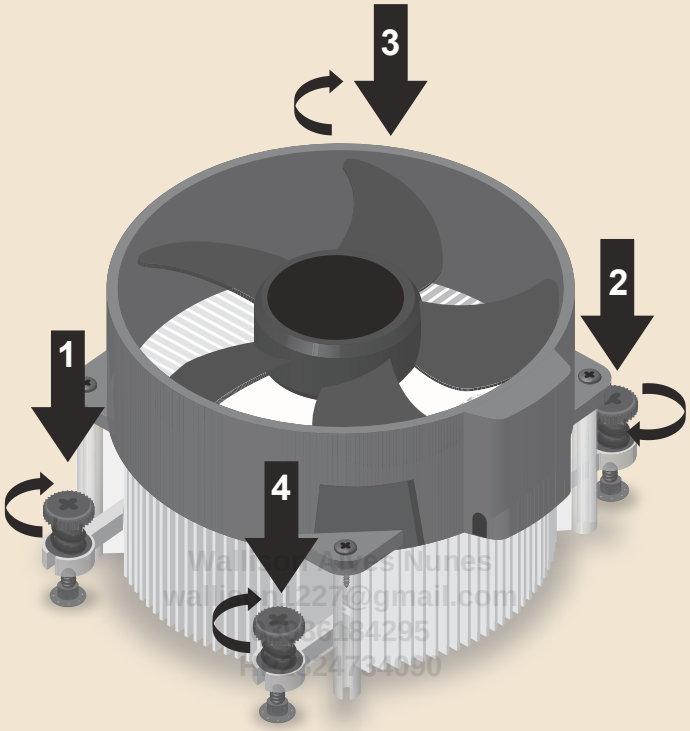

Figura 18.14: Aparafuse o cooler.
3. Aperte os parafusos do cooler usando uma chave de fendas Phillips número 2. Faça isso em "X", isto é, se os parafusos fossem numerados de maneira sequencial, você deveria apertar primeiro o parafuso um, em seguida o parafuso três, em seguida, o parafuso dois, e finalmente, o parafuso quatro. Ver Figura 18.14.